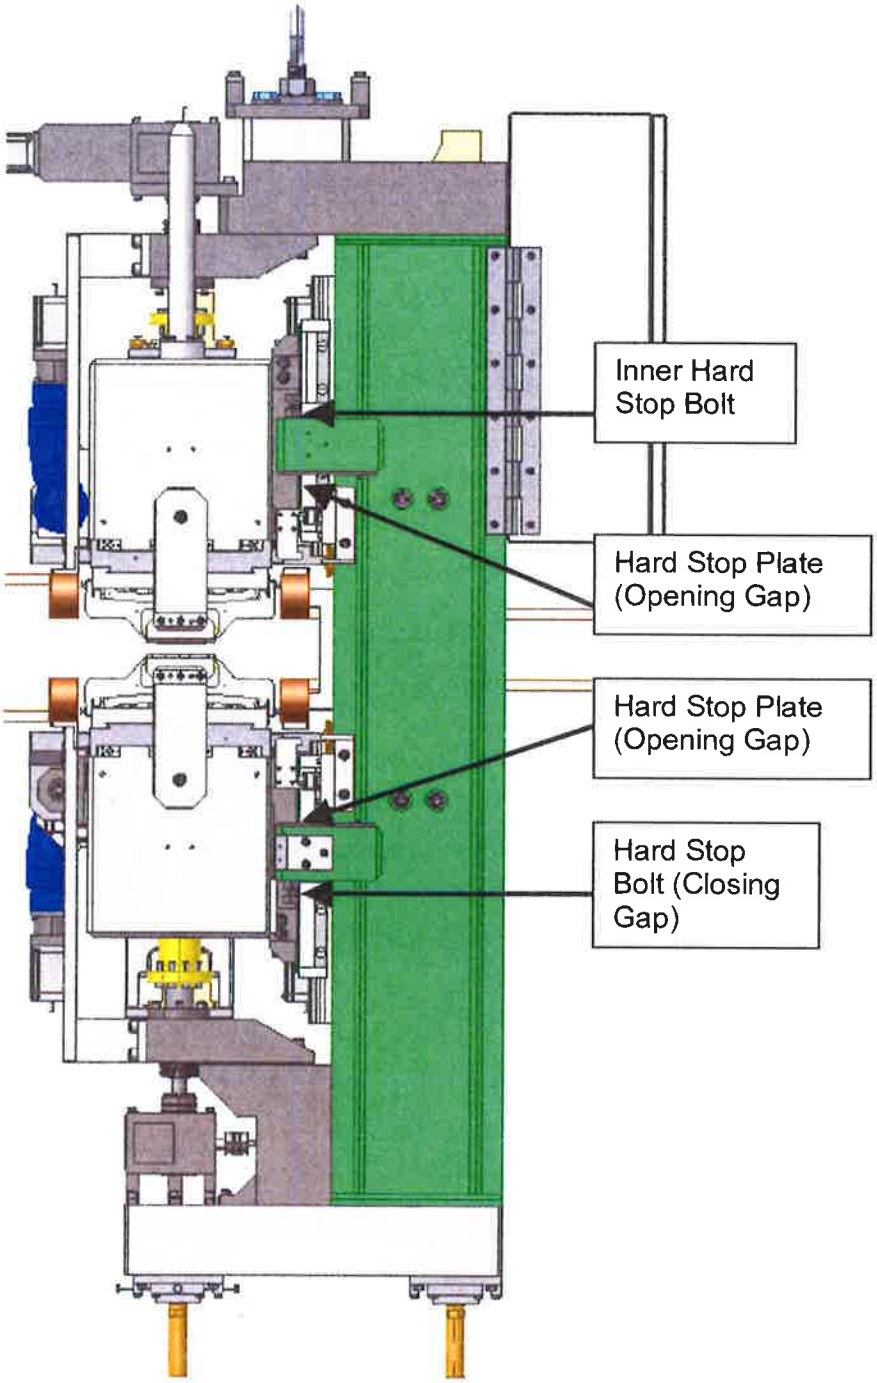
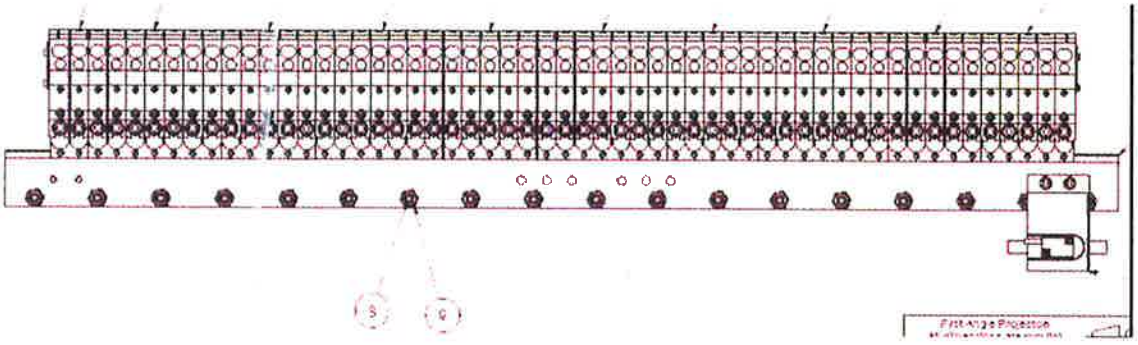
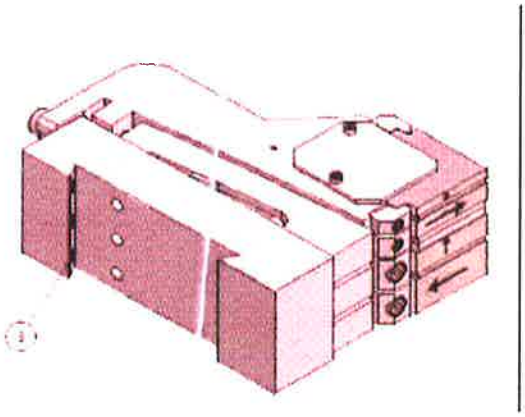

Figure 4: Opening and Closing Gap Hard Stops
Figure 6 – Bearing Rail Preload set Screws
Figure 7 - Dovetail
Usually only the poles (magnets with vertical fields) are shimmed. Shimming moves the magnet block toward, or away, from the centerline of the magnet array. Increasing shims moves the magnet away from the center and decreasing shims moves the magnet toward the center. Movement is the same for front and back, top and bottom arrays. A special tool (see figure 6 and 7) is required to pull the magnet holder back when replacing a shim. Refer to figure 4 and 5 below and use the following procedure to change a shim. Note: this procedure is the same for vertical or horizontal blocks.
2) If using the pull back tool in figure 6, mount the tool to the adjacent magnet using an M5 screw into the threaded hole - item 12 in figure 4
a. Mount an M5 screw into the holder to be pulled back – item 12 in figure 4 – Do not tighten the pull back screw yet.
3) If using the pull back tool in figure 7, thread an M5 into item 12 in figure 4 – Do not tighten the pull back screw yet.
4) Loosen the horizontal shim screw by several turns – item 10 in figure 4
5) Loosen top screw by 1 turn – item 11 in figure 4
6) Loosen top screw by 1 turn – item 14 in figure 4
7) Pull the holder back by tightening the tool screw in the holder thread – item 12 in figure 4.
8) Be ready to catch the shims - item 17 in figure 4 - as they will fall out of the bottom arrays
12) Holding the shims in place tighten the horizontal bolt – item 10 in figure 4
13) Tighten the angled top bolt – item 11 in figure 4.
14) Tighten the vertical top bolt – item 14 in figure 4.
15) Check the tightness of the horizontal bolt – item 10 in figure 4
16) Check the tightness of the angled top bolt – item 11 in figure 4.
17) Check the tightness of the vertical top bolt - item 14 in figure 4.
Vertical shimming is a poor label because no shims are actually used. The block is raised and lowered by pushing or pulling the wedge with a screw – item 15 in figure 4. The push or pull is performed by turning the wedge screw – item 15 in figure 4. Turning this bolt clockwise draws the wedge away from the centerline causing the block to move up. Turing this bolt counter clockwise pushes the wedge toward the centerline lowering the block. Use the following procedure to raise and lower both vertical and horizontal blocks. Pay particular attention to the sequence.
2) Loosen the horizontal shim bolt – item 10 in figure 4
3) Loosen the top angled bolt – item 11 in figure 4
4) Loosen the top vertical bolt – item 14 in figure 4
5) Loosen the set screw holding the wedge adjustment bolt by several turns – item 16 in figure 4
6) Loosen the wedge holder bolt – item 13 in figure 4
7) Insert an Allen wrench (smaller than that used in step 5 above) into the wedge adjustment screw – item 15 in figure 4.
9) Tighten the holding screw for the wedge – item 13 in figure 4
10) Tighten the set screw holding the wedge adjuster bolt – item 16 in figure 4
11) Tighten the horizontal shim bolt – item 10 in figure 4.
12) Tighten the angled top bolt – item 11 in figure 4.
13) Tighten the vertical top bolt – item 14 in figure 4.
14) Check the tightness of the horizontal bolt – item 10 in figure 4
15) Check the tightness of the angled top bolt – item 11 in figure 4.
16) Check the tightness of the vertical top bolt - item 14 in figure 4.